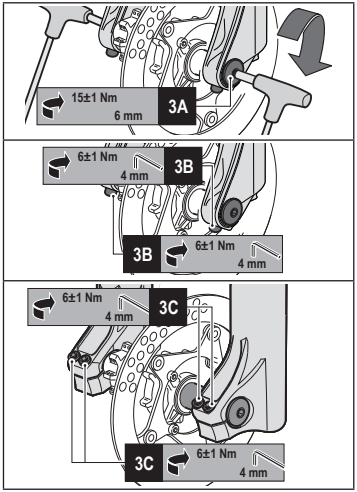

Abbildung 3 - *ø20mm Steckachse: Laufradbefestigung*
- Die Mitte des Rads mit den beiden Radachsen ausrichten (siehe **3A** in **Abbildung 3**).
- Die Radachse durch die rechte Radaufnahme, das Rad und die linke Radaufnahme schieben (siehe **3A** in **Abbildung 3**).
- Die Radachse mit dem vorgesehenen Moment (**15±1Nm**) anziehen, dazu mit zwei 6mm-Inbusschlüssel an der Bolzenkappe drehen (siehe **3A** in **Abbildung 3**).
- Bei der DIRT JUMPER Serie muss die Schraube, die sich an jeder Achsaufnahme befindet, mit dem empfohlenen Drehmoment (**6±1Nm**) mit Hilfe eines 4mm Inbusschlüssel (siehe **3B** in **Abbildung 3**) angezogen werden.
- Bei der 888 Serie muss die Schraube, die sich an jeder Achsaufnahme befindet, mit dem empfohlenen Drehmoment (**6±1Nm**) in der Reihenefolge "1-2-1" mit Hilfe eines 4mm Inbusschlüssel (siehe **3C** in **Abbildung 3**) angezogen werden.